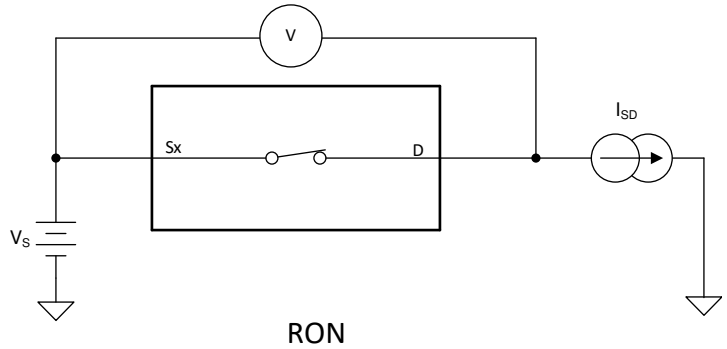

Figure 7-1. On-Resistance Measurement Setup
The on-resistance of a device is the ohmic resistance between the source (Sx) and drain (D) pins of the device. The on-resistance varies with input voltage and supply voltage. The symbol R_{ON} is used to denote on-resistance. Figure 7-1 shows the measurement setup used to measure R_{ON}. Voltage (V) and current (I_{SD}) are measured using this setup, and R_{ON} is computed with $R_{ON} = V / I_{SD}$.